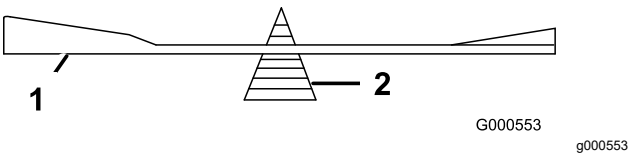

Figuur 63
2. Controleer de balans van het mes met een mesbalans (Figuur 63).